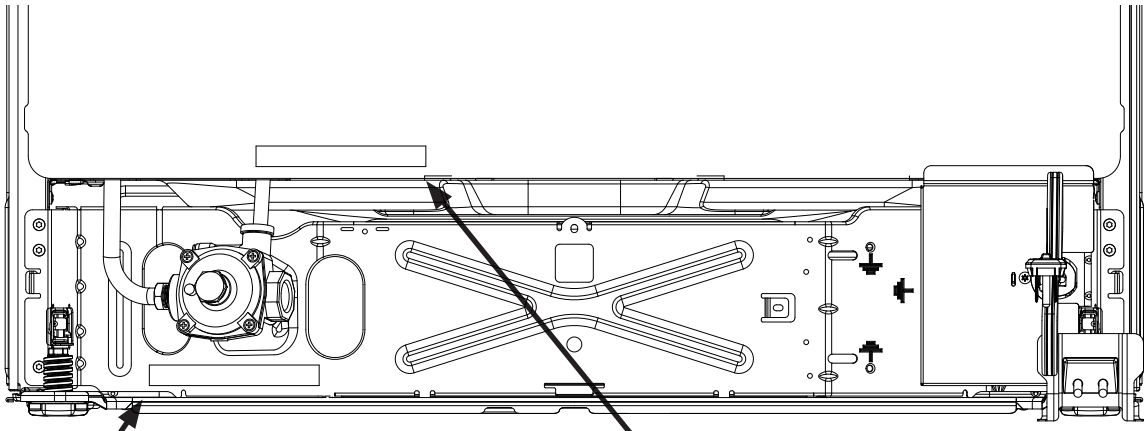

Figure 21
c. Place new plate as close as possible to the existing rating/serial plate on range. See the recommended locations shown in Figure 21.
d. Install the regulator L.P. conversion label in the location shown in Figure 21.